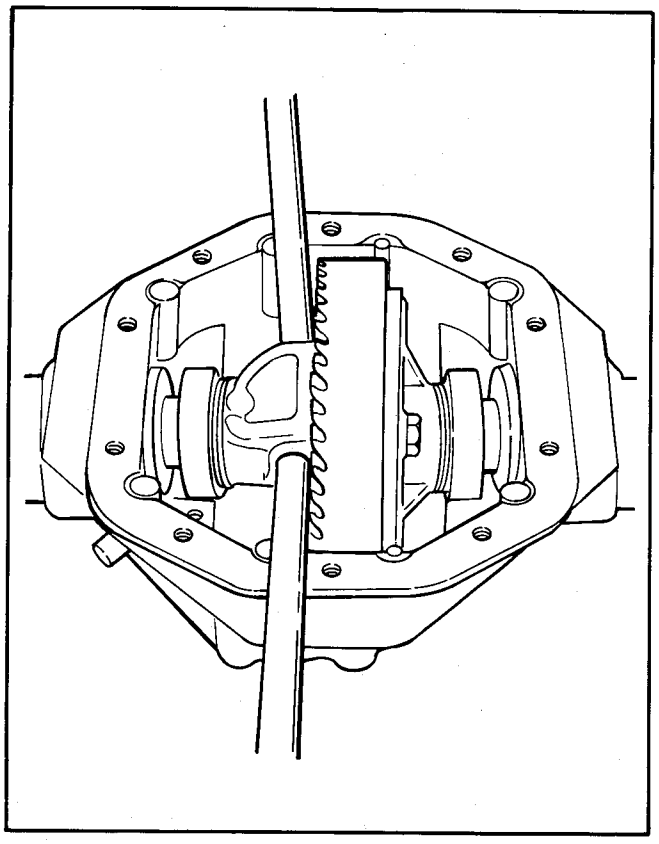

Figure 23 – Prying Out Case
h. Pry differential case assembly from carrier with two pry bars, Figure 23.